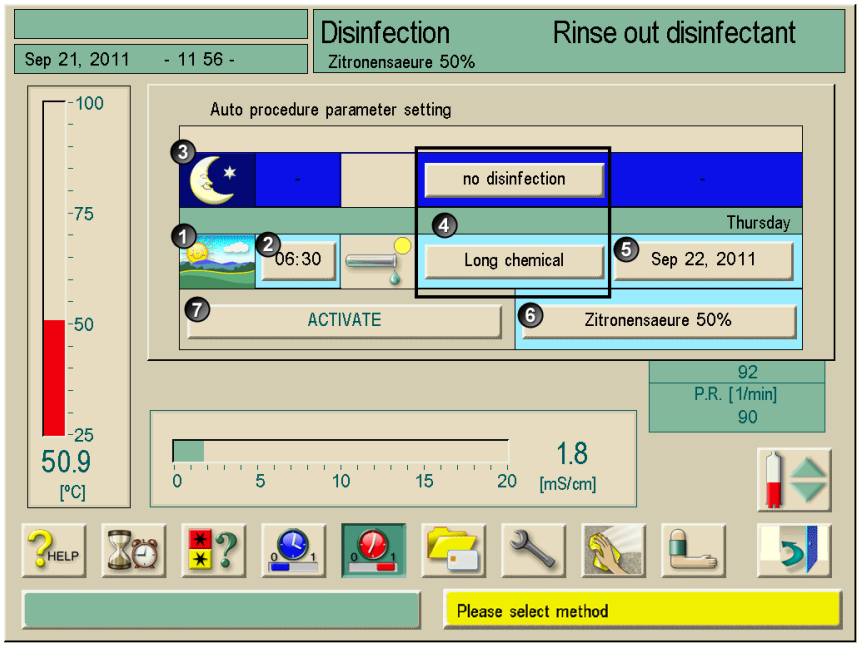

Fig. 8-7 "Disinfection" screen
- ➢ Touch button for disinfection method. (Fig. 8-7, **4**)
- ➢ Set switch ON time.(Fig. 8-7, **2**)
- ➢ Touch button "Activate" (Fig. 8-7, **7**)